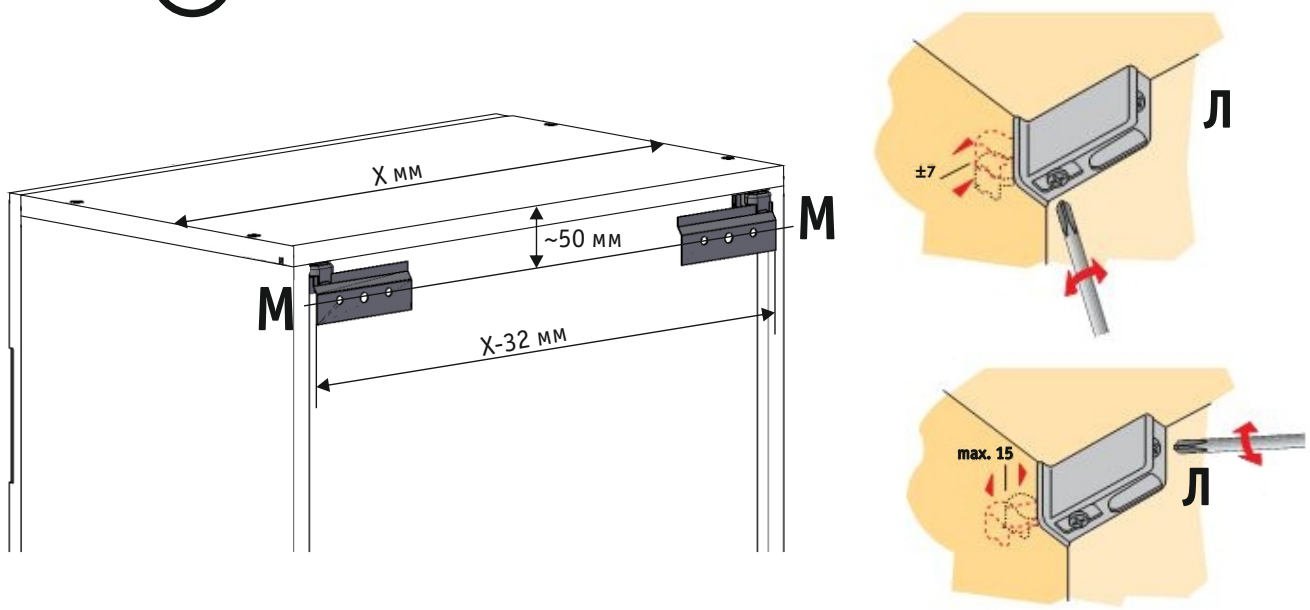

Рис. 4. Установка планок и регулировка навесов.
Закрепите петлю с доводчиком (П) и петлю без доводчика (К) на фасаде 6, а площадки петель (П и К) на боковине 1 с помощью саморезов (Б), как показано на рисунке. Установите полкодержатели (3) и регулируемые навесы (Л) (рис.4) на боковинах 1 и 2. Установите ручку (И) на винты (Ж), под головки винтов подложите шайбы(Е).